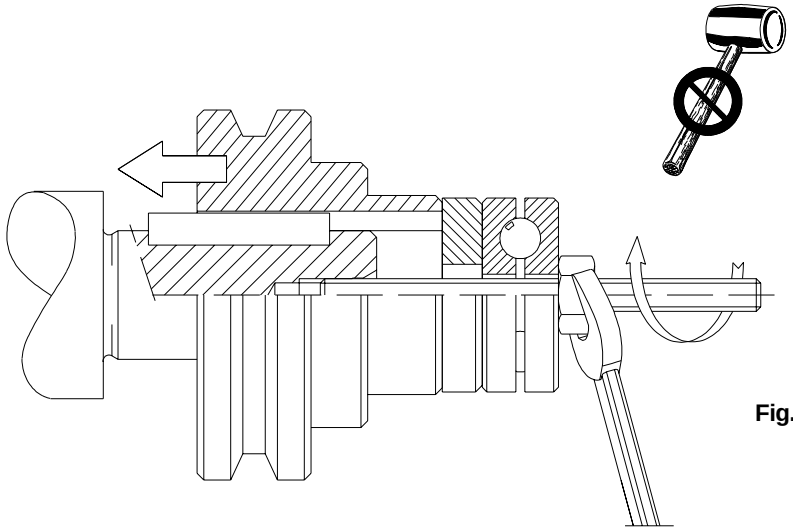

Fig. 1
• Le montage de différents organes (poulie, roues dentées, joints, etc.) sur les arbres doit être effectué en utilisant les trous filetés correspondants ou d'autres systèmes assurant de toute façon une opération correcte, sans risquer d'endommager les roulements ou les parties externes des groupes (fig. 1).